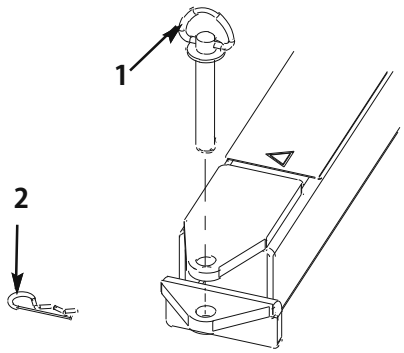

図8
4. ヒッチ・ピンとヘアピン・コッターを使って、スイーパのヒッチ・トングを牽引車両のヒッチに接続する（図8）。